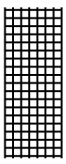

Рис. 59
- Выполните образец по установочной программе (рис. 59).